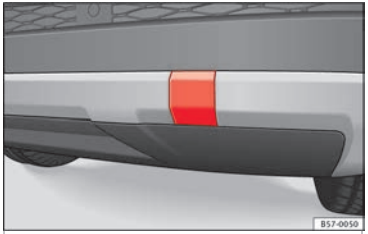

Fig. 100 Rear bumper on right: remove the lid.
The housing of the screw towing eye is on the right side of the rear bumper behind a lid ››› **Fig. 100**. *Vehicles equipped as standard with a towing bracket* **do not** have any housing for the screw towing eye behind the lid. In this case, the tow hitch needs to be extracted or installed and used for towing ››› **page 273**, ››› ❗.
- Press the upper side of the lid ››› **Fig. 100** to unclip it.